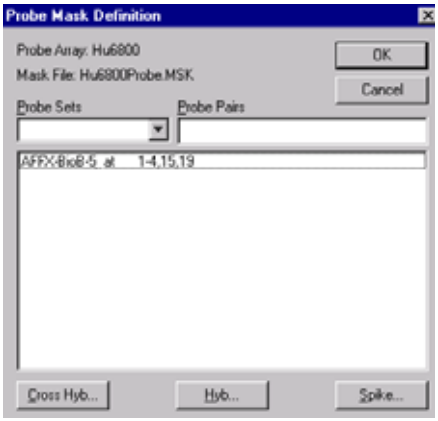

Figure E.33
4. Click the box below the **Probe Sets** drop-down list to add the probe pairs to the probe mask **(Figure E.33)**.